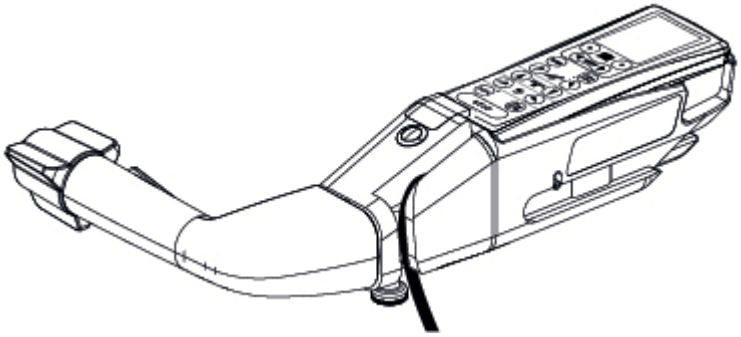

Figure 6-8. Installer la commande manuelle
3. Pousser la commande manuelle dans la poignée de transfert motorisée pour la fixer en place. Voir la *Figure 6-8*.